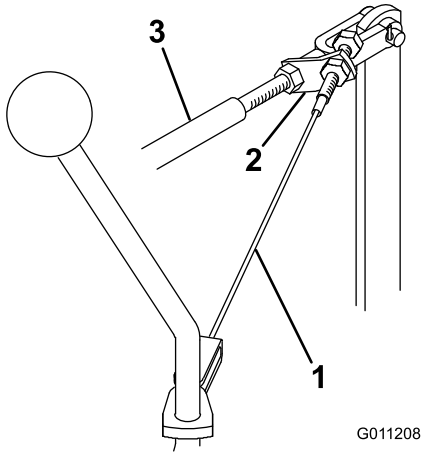

Figur 47
1. Lossa den främre kontramuttern som fäster kabelenheten vid klipp-/lyftreglagestångens fäste (Figur 47).
3. Håll klipp-/lyftreglagestången i det bakre läget och dra samtidigt åt den bakre låsmuttern så att nästan allt slack i kabelenheten försvinner (Figur 47). Spänn inte kabeln för hårt.